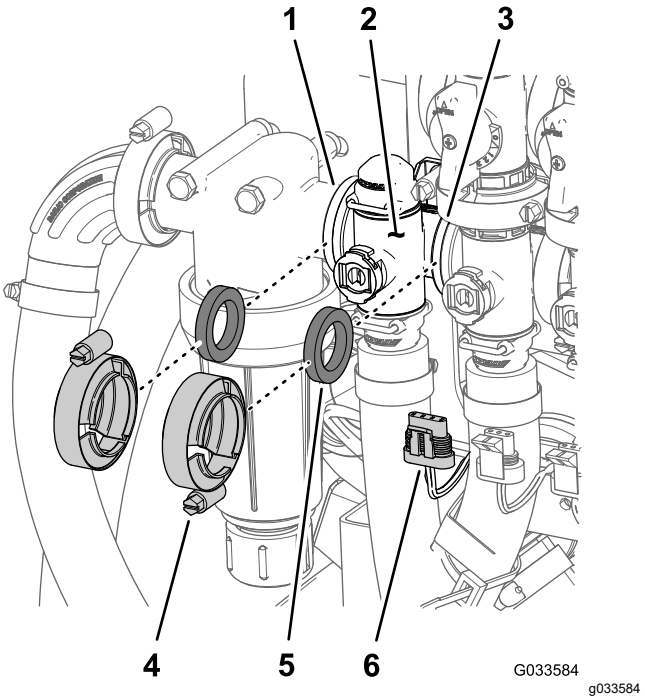

Figure 115
1. Remove 2 flange clamps and 2 gaskets that secure the manifold for the rate control valve (Figure 115) to the pressure filter and agitation valve.